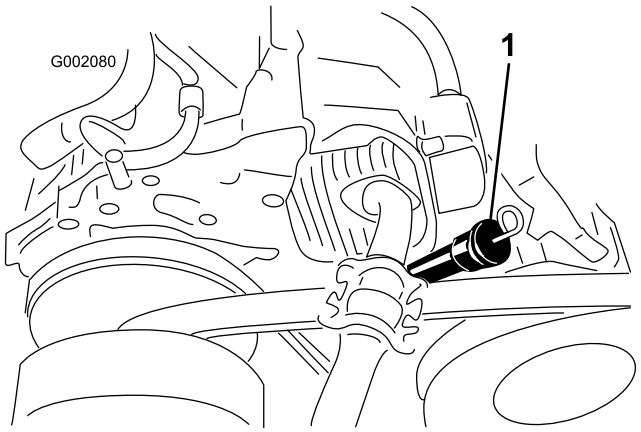

Figur 39
8. Gör rent runt oljestickan och påfyllningspipen och ta bort oljestickan (Figur 39).
9. Fyll på med specificerad olja i påfyllningspipen tills nivån når upp till markeringen Full på oljestickan (Figur 39).
10. För in oljestickan helt i påfyllningspipen, dra ur den och kontrollera oljenivån (Figur 39).
11. Sätt tillbaka oljestickan i påfyllningspipen så att den sitter ordentligt (Figur 39).